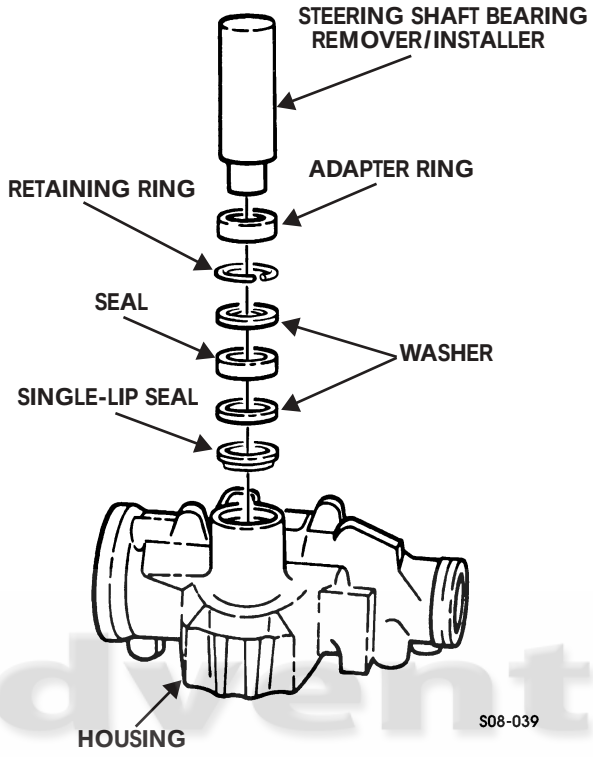

Figure 8-48: Steering Gear Housing
1. Using steering shaft bearing remover/installer and adapter ring, install single-lip seal and one washer in housing only far enough to provide clearance for next seal and washer (Figure 8-48).